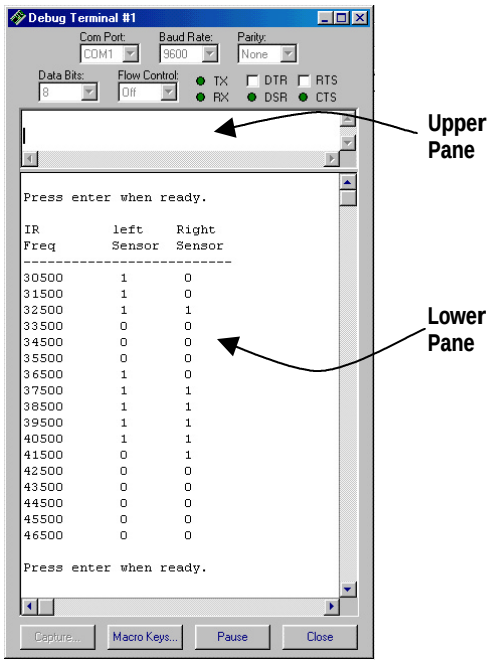

Figure H.3 Debug of Frequency Data.
- Click the upper of the two window panes shown in Figure H.3.
The BASIC Stamp has been programmed to make the Debug Terminal display a "1" if an object was detected and a "0" if an object was not detected. Figure H.3 shows that the left sensor's region of good signal response is between 36500 and 40500. For the left sensor, the frequency response is strong between 37500 and 41500.
- Modify the **`for...next`** loop in Program Listing H.2 so that it steps in increments of 250 and includes the upper and lower limits of both detectors. In the example shown in Figure H.3, the ***`start`***, ***`end`*** and ***`step`*** values of the **`for...next`** loop would be modified as follows: